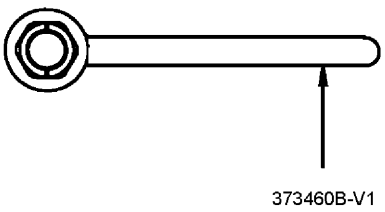

Fig 50.
3 Solte a porca ⇒ ***Fig 50. (202)***.